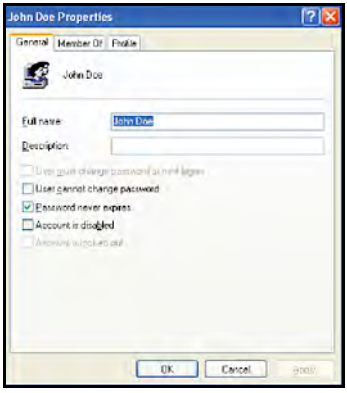

Рис. 118: Окно свойств пользователя
7. Выберите папку Users (Пользователи) и дважды щелкните соответствующего пользователя. Откроется окно *Properties (Свойства)* (см. *Рис. 118* ниже) для данного пользователя.